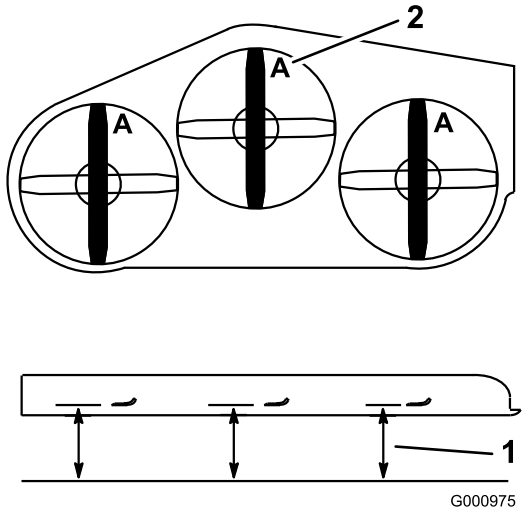
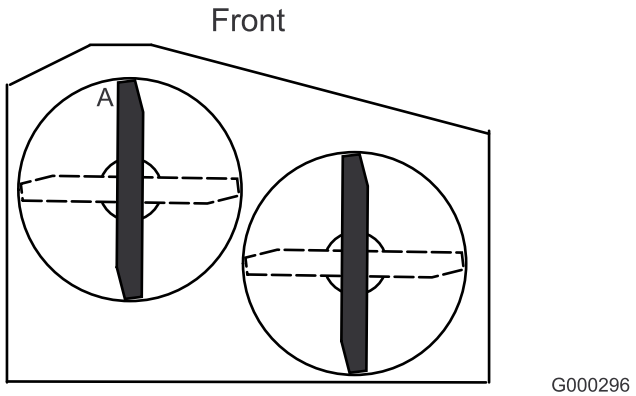

**Figure 78**
**Figure 79**
3. Placez la machine sur une surface plane, et tournez une lame dans le sens longitudinal. Mesurez au point **A** et entre la surface plane et le bord coupant des pointes des lames (Figure 78) Pour les tabliers de coupe de 36 pouces, reportez-vous à la Figure 79.